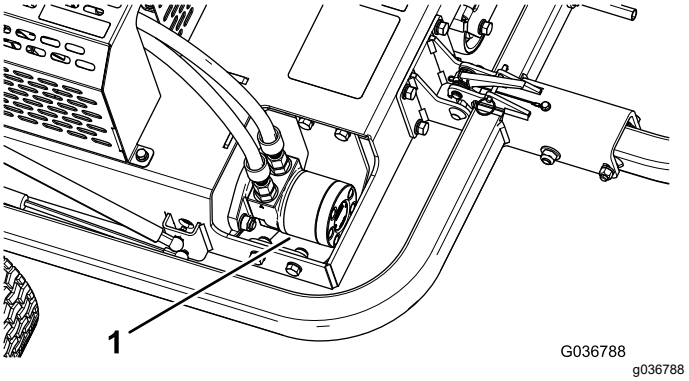

**Рисунок 40**
3. Удалите загрязнения и мусор с поверхности вокруг гидроцилиндра (Рисунок 40).